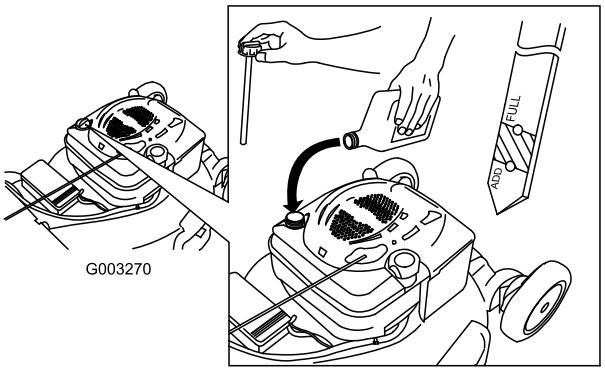

**Figuur 7**
1. Verwijder de peilstok (Figuur 7).
2. Giet **langzaam** olie in de vulbuis totdat het peil de Vol-markering op de peilstok (Figuur 7) bereikt. **Niet te vol vullen.** (Maximale vulhoeveelheid: 0,59 l, type: SAE 30W reinigingsolie, met onderhoudsclassificatie SF, SG, SH, SJ, SL van het American Petroleum Institute (API) of hoger).